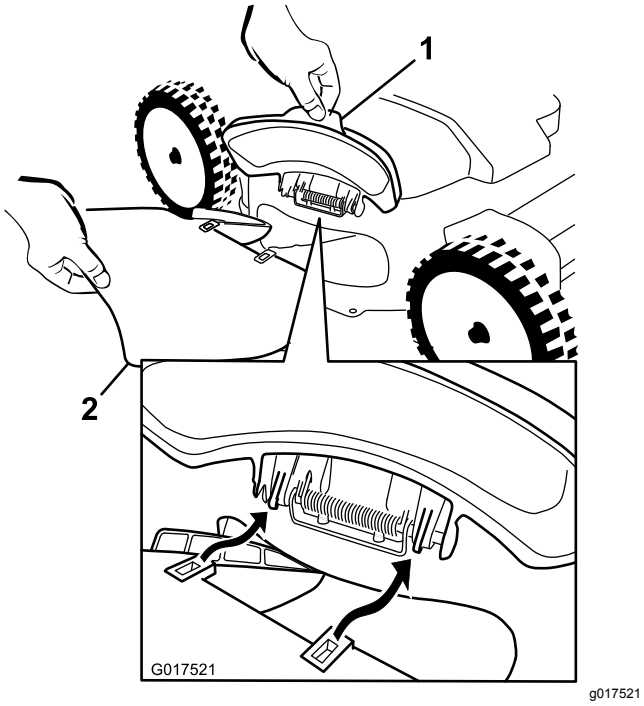
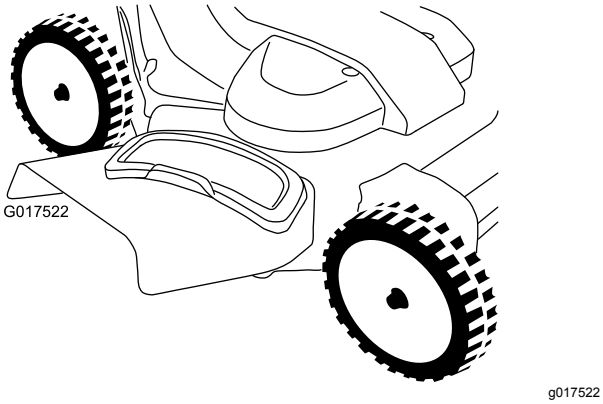

Figur 28
Figur 29
1. Løft sideudblæsningspladen for at åbne den (Figur 28).
2. Monter sideudblæsningsslisken som vist i Figur 28 og Figur 29, og luk pladen på slisken.